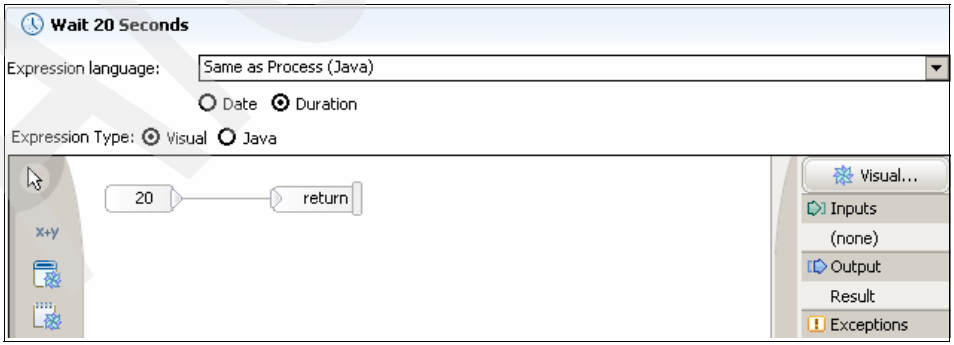

Figure 11-53 Wait snippet
5. Create a new condition for each wait activity to wait for a duration of 20 seconds (Figure 11-53).